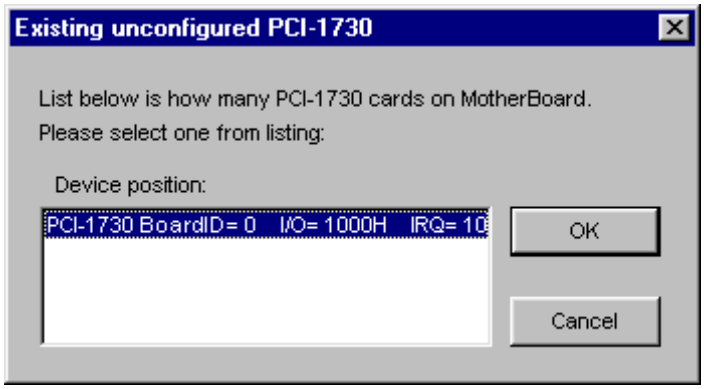
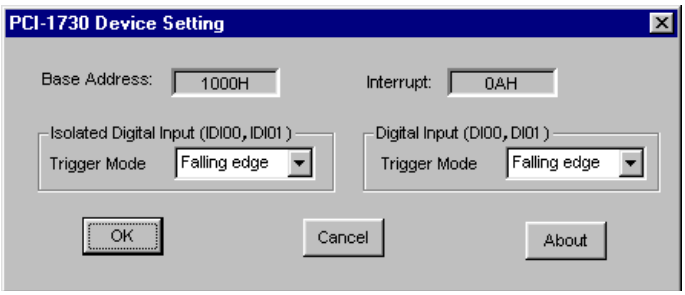

图 2.5：“Device Found”对话框
图 2.6：“Device Setting”对话框
3. 下拉 “Supported of Devices” 对话框，找到想要安装的设备，然后点击 “Add...” 按钮。用户将看到 “Existing unconfigured PCI-1730U” 对话框，如图 2.5 所示。 该对话框列出了系统中所有的安装设备。从列表框中选择想要配置的设备然后点击 “OK”。这时用户将看到 “PCI-1730U Device Setting ” 对话框，如图 2.6 所示。
4. 在“PCI-1730U Device Setting ”对话框内（如图 2.6 所示），用户可将 IDI00、IDI01 和 DI00、DI01 中断引发模式配置为上升沿或下降沿，并启用或禁用 IDI00、IDI01 和 DI00、DI01。